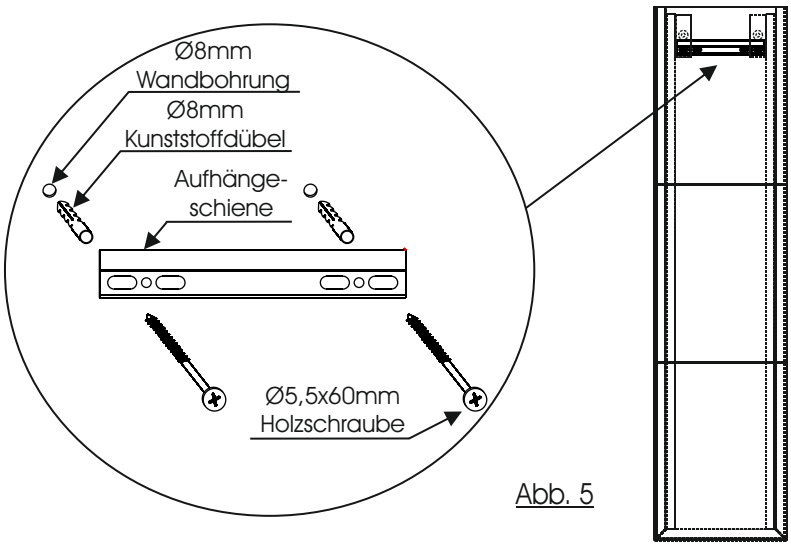

Abb. 5
7. Bohren Sie die Dübellöcher mit einem Ø8mm Bohrer und montieren Sie die Aufhängeschiene mit den Ø8mm Kunststoffdübeln und Ø5,5x60mm Holzschrauben waagerecht an die Zimmerwand. (Abb. 5)